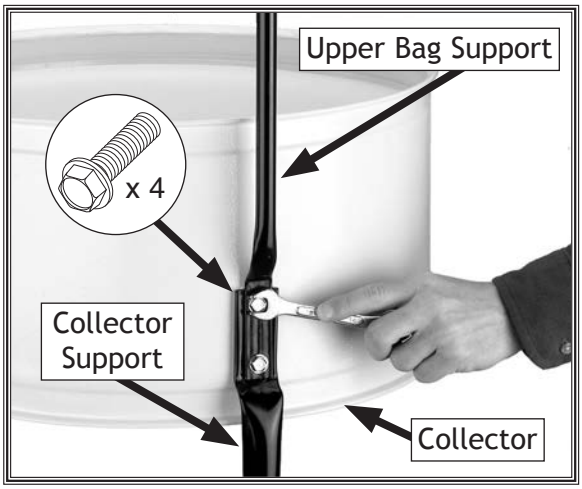

Figure 16. Mounting collector to brackets.
12. Place an upper bag support over a collector support and secure it to the collector with (2) 5/16"-18 x 1/2" flange bolts, as shown in **Figure 16**.